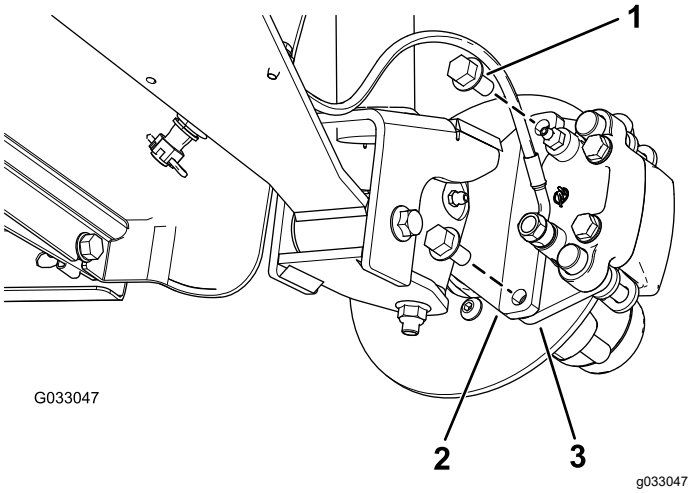
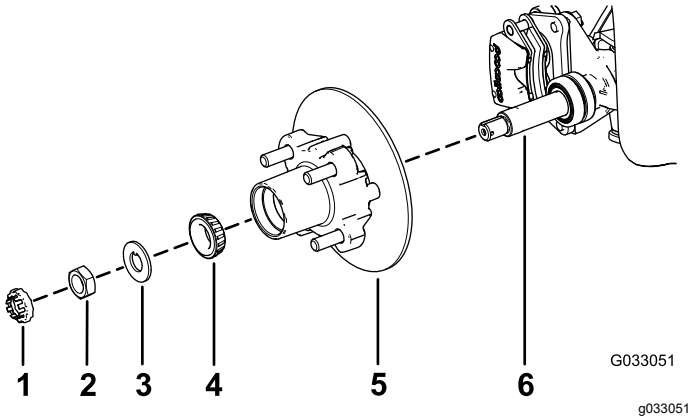

**Figur 23**
**Figur 27**
3. Fjern flangehovedboltene (⅜" x ¾"), der holder beslaget til bremsesamlingen fast på spindlen, og adskil bremsen fra spindlen (Figur 23).
1. Påfør et lille lag af det anførte smøremiddel på spindlen (Figur 27).
2. Monter nav og rotor på spindlen med rotoren indvendigt (Figur 27).
3. Monter det udvendige leje på spindlen og sæt lejet på plads i relation til den udvendige lejeløbering (Figur 27).
4. Monter tapskiven på spindlen (Figur 27).
5. Skru spindelmøtrikken på spindlen, og tilspænd møtrikken med et moment på 15 Nm, mens navet roteres, så lejet indstilles (Figur 27).
2. Ret bremseklodserne ind på hver side af rotoren (Figur 23), og ret hullerne i kaliberbeslaget ind efter hullerne i bremsemonteringen på spindelrammen (Figur 27).
3. Fastgør kaliberbeslaget til spindelrammen (Figur 23) ved hjælp af de 2 flangehovedbolte (⅜" x ¾").